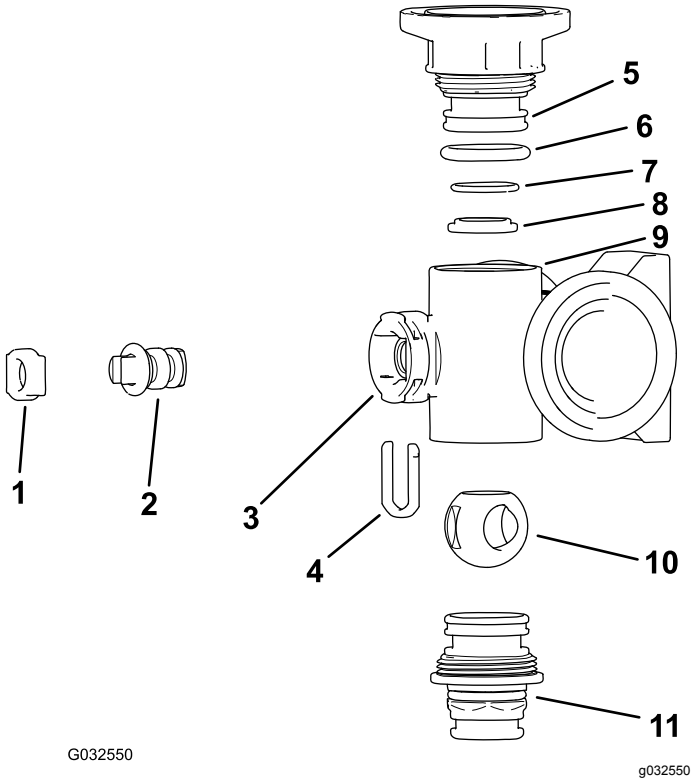
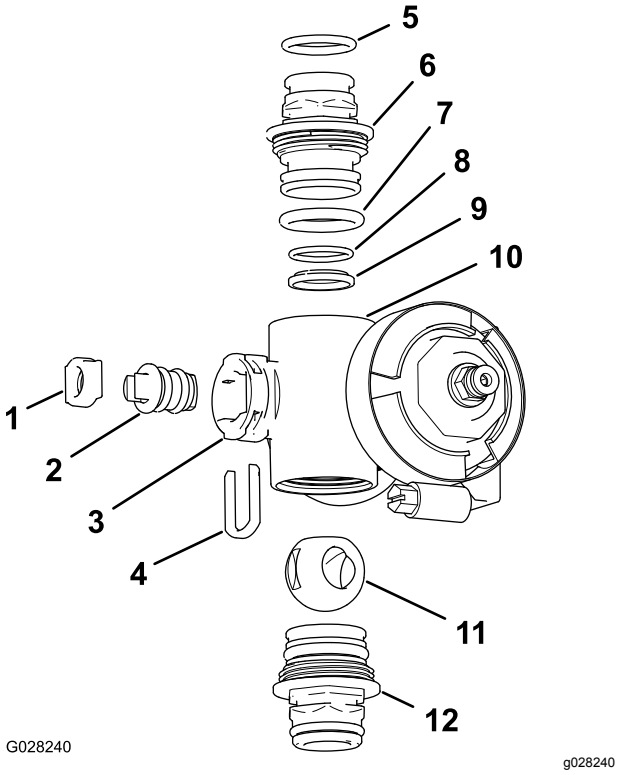

図 103
図 104
2. マニホルドのボディ両端部にあるエンドキャップフィッティングアセンブリとクイックコネクトを取り外す図 103 と 図 104 。
4. マニホルド内部のステムポートのスロットからステムリテーナを取り外す 図 103 と 図 104。
5. マニホルドからステムリテーナとバルブシートを取り外す図 103 と 図 104。
6. マニホルドボディの中に手を入れてバルブステムアセンブリを取り出す 図 103 と 図 104。
1. 出口フィッティングの O リング**個別ブームバルブマニホルドのみ**、エンドキャップの O リング、バックシートの O リング、ボールシートそれぞれに傷や過度の摩耗がないか点検する図 103 と 図 104。
2. バルブのステムにグリスを塗り、ステムをバルブステムシートに取り付ける図 103 と 図 104。
3. バルブステムとシートをマニホルドに取り付けてステムリテーナで固定する図 103 と 図 104。
4. バックシートの Oリングとボールシートが相互に整列しており、エンドキャップのフィッティングに適切に収まっていることを確認する図 103 と 図 104。
5. エンドキャップフィッティングアセンブリを、マニホルドボディに取り付け、エンドキャップフィッティングのフランジがバルブボディに接触したら、その位置からさらにバルブを 1/8 1/4 回転締め付ける 図 103と図 104。